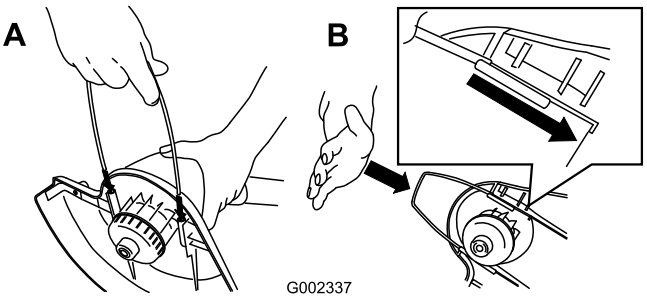

Figure 3
4. Montez le guide-fil métallique (Figure 3).